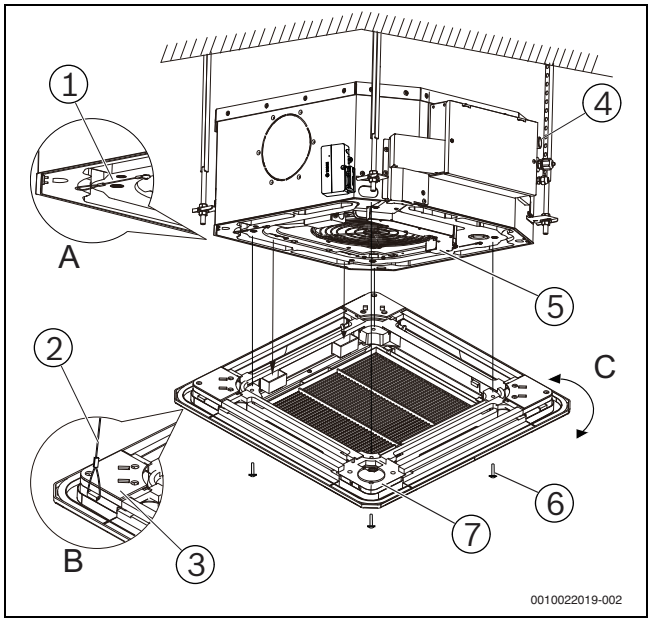

Рис. 18
Производите операции в соответствии с направлением стрелок, показанных на рис. 18, иначе панель нельзя будет демонтировать при необходимости.
2. При монтаже закрепите два стальных троса на зацепках, расположенных на панели (→ рис. 18, «A» и «B»).
4. Установите и закрепите панель на корпусе блока с помощью болтов (M5×20) и шайб (→ рис. 18). Обратите внимание на то, что монтажная крышка двигателя поворота должна опускаться в соответствующий дренажный поддон.
6. Слегка отрегулируйте положение панели в направлении, указанном стрелкой (→ рис. 18, «C»), чтобы ее центр совпал с центром отверстия в потолке. Убедитесь, что все четыре зацепки зафиксированы надежно.